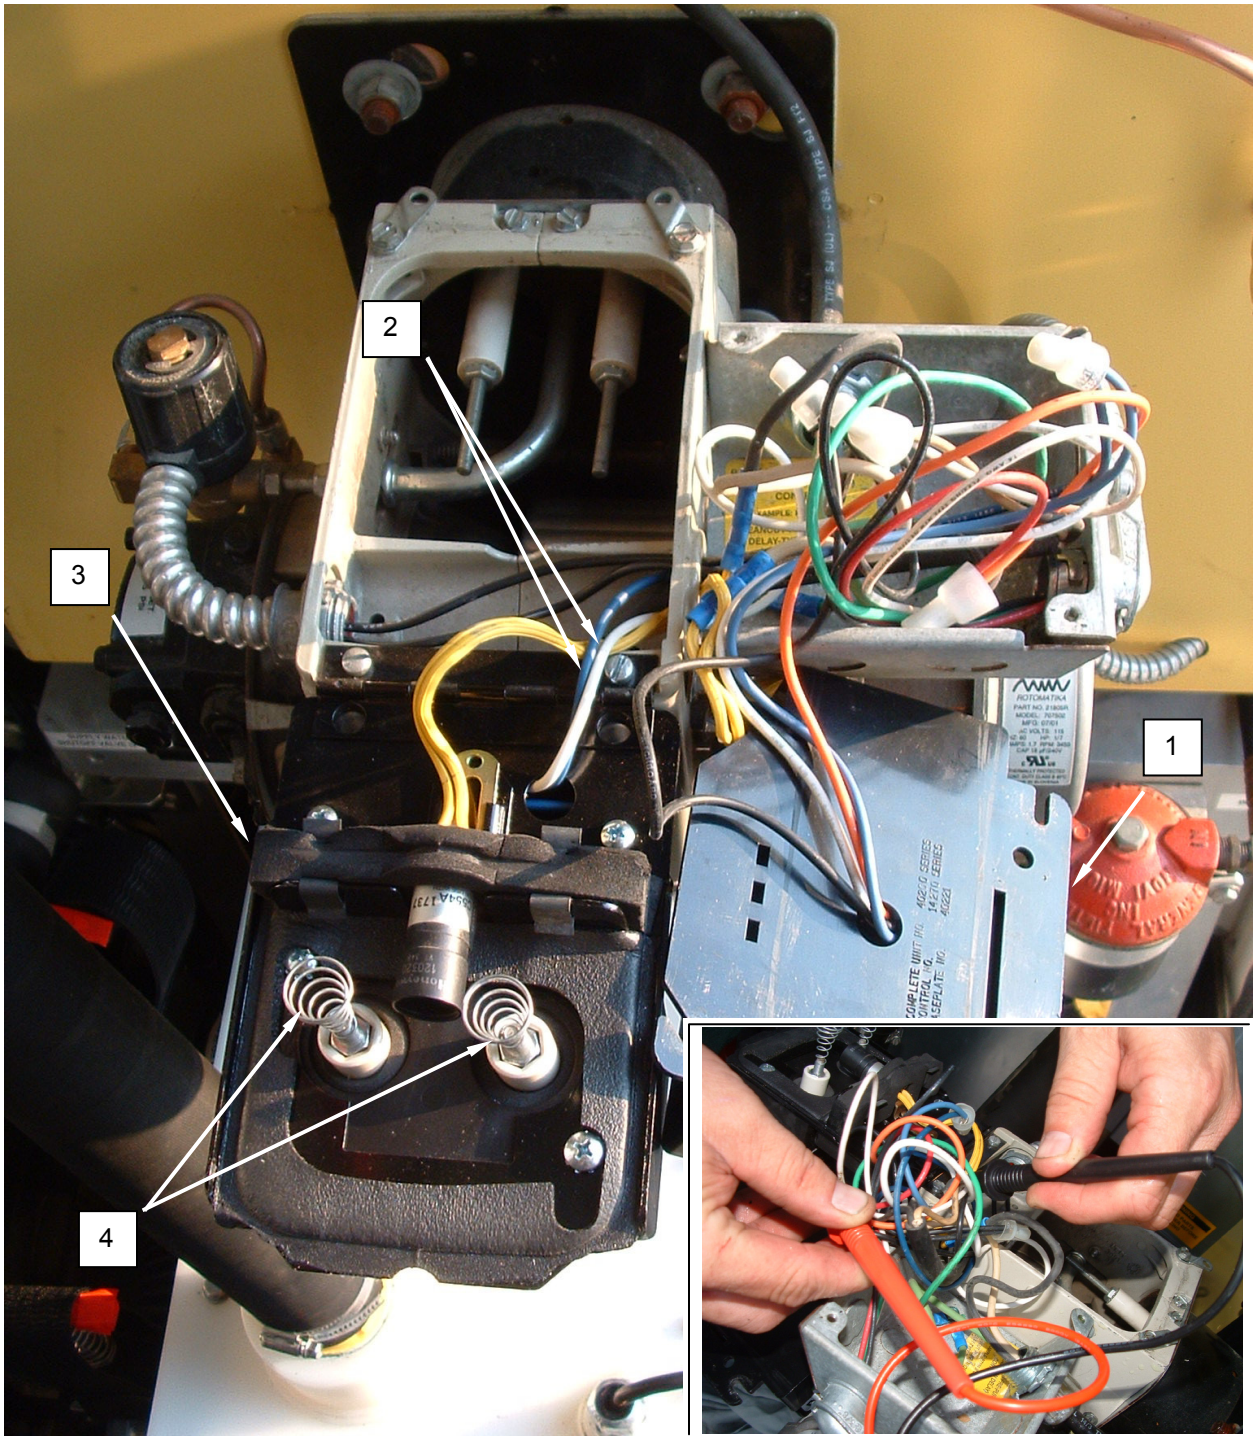

Figure 2. Test the Burner Transformer.
2. Remove the screws retaining the transformer **(Figure 2, Item 3)**, and flip the transformer back.
3. Remove screw retaining burner primary control **(Figure 2, Item 1)**, and remove burner primary control.
4. Tag and disconnect the wiring **(Figure 2, Item 2)**.
5. Use an ohmmeter to test for 90,000 – 100,000 ohms resistance between the two wires **(Figure 2, Item 2)**.
6. Use and ohmmeter to test for 250,000 ohms resistance between the two spring terminals **(Figure 2, Item 4)**.
7. Replace an open or shorted transformer **(Figure 2, Item 3)**.
9. Install burner primary control **(Figure 2, Item 1)**, and retain with screw.
10. Flip the transformer **(Figure 2, Item 3)** back in operating position, and retain with screws.